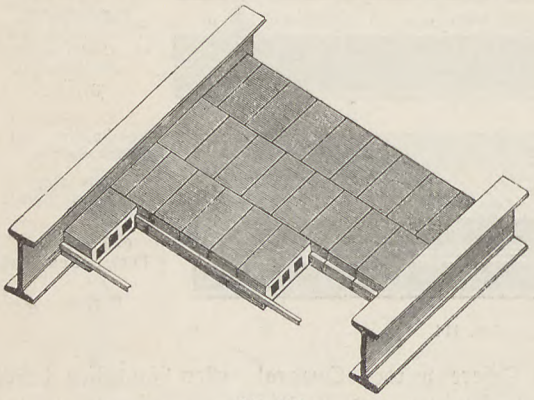

Fig. 117.
21. Muellersche Decke. Diese Horizontaldecke, Fig. 117, ist in Berlin besonders vielfach ausgeführt worden. Sie eignet sich sowohl für Wohngebäude als auch für große Geschäftshäuser (bei Tietz, Wertheim, Fabriken der Allgem. Elektricitätsgesellschaft ausgeführt). Für mittlere Spannweiten genügt die Deckenkonstruktion ohne Eiseneinlage, bei höherer Beanspruchung tritt eine solche hinzu. Für die Herstellung ist eine provisorische Brettschalung nötig, die nach dem Abbinden des Bindematerials entfernt wird.